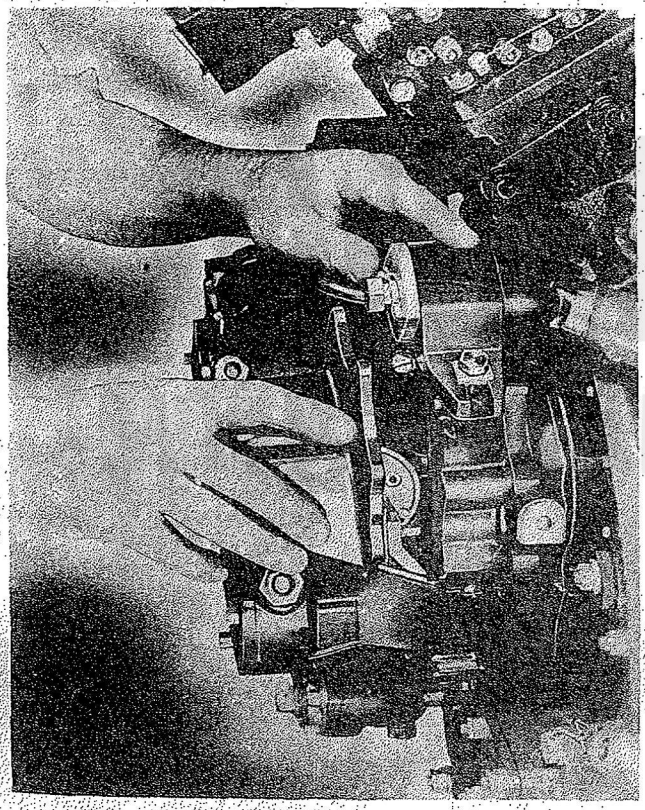

Figure 247—Installing Magneto Coil Cover
s. Install the breaker housing cover and tighten the two hex-head cap screws which are retained in the cover by circlets. Refer to Figure 247. Check the cap screws for a lock washer under the head of each.